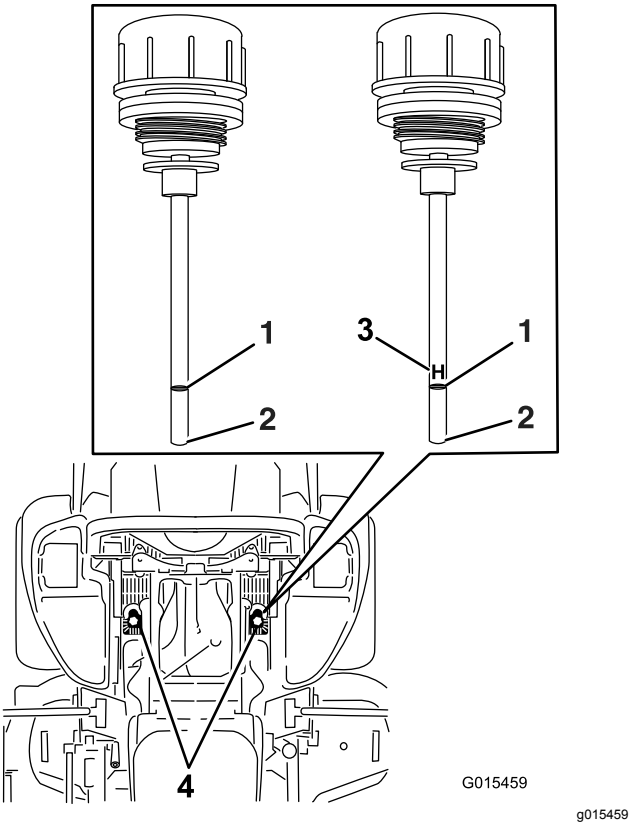

Figur 81
6. Rengør området omkring målepindene i hydrauliksystembeholderne (Figur 81).
7. Tag én målepind ud af hydraulikbeholderen (Figur 81).
9. Tag målepinden ud, og se på enden (Figur 81).